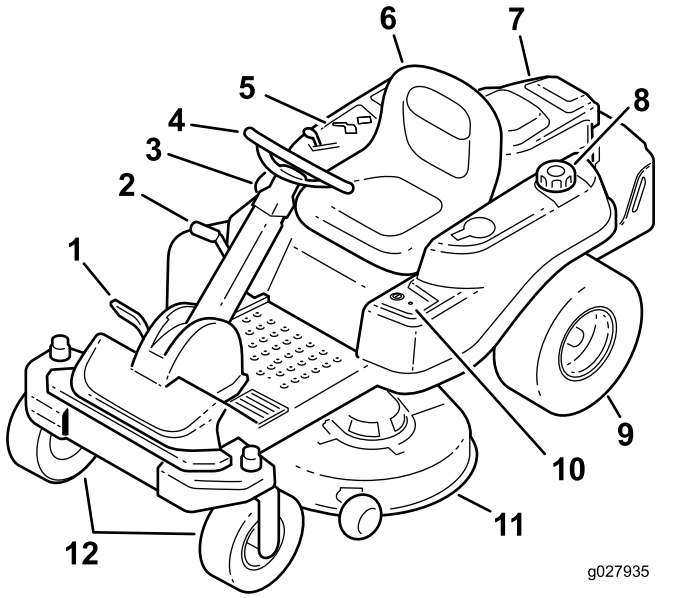
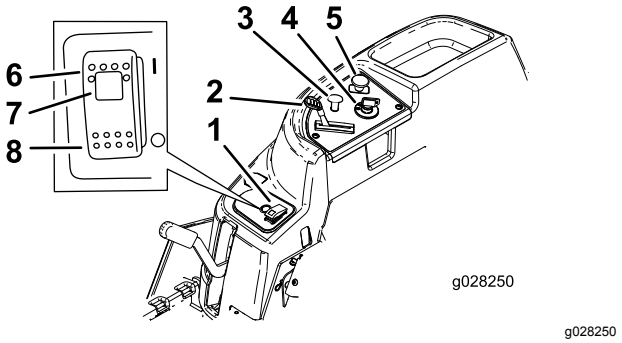

Figur 4
Figur 5
Før du starter motoren og anvender maskinen, er det vigtigt, at du er fortrolig med alle de betjeningsanordninger, der er vist på Figur 4 og Figur 5.
Tændingen har tre positioner: Fra, Kør og Start. Nøglen kan drejes til start, hvorefter den går tilbage til kør, når den slippes. Når nøglen drejes til positionen FRA stopper motoren. Tag dog altid nøglen ud, når maskinen efterlades for at forhindre, at nogen kommer til at starte motoren ved et uheld (Figur 5).
Brug chokeren, før du starter en kold motor. Træk op i chokerhåndtaget for at aktivere chokeren. Tryk chokerhåndtaget ned for at deaktivere chokeren (Figur 5).
Gashåndtaget har positionerne HURTIG og LANGSOM. Når gashåndtaget flyttes frem, øges motorens hastighed, og når gashåndtaget flyttes bagud, sænkes motorens hastighed (Figur 5).
Kontakten til regulering af skæreknive (kraftudtag) indkobler og udkobler strømmen til skæreknivene (Figur 5).
- Tryk SmartPark™-kontakten hen til positionen TIL (Figur 5).